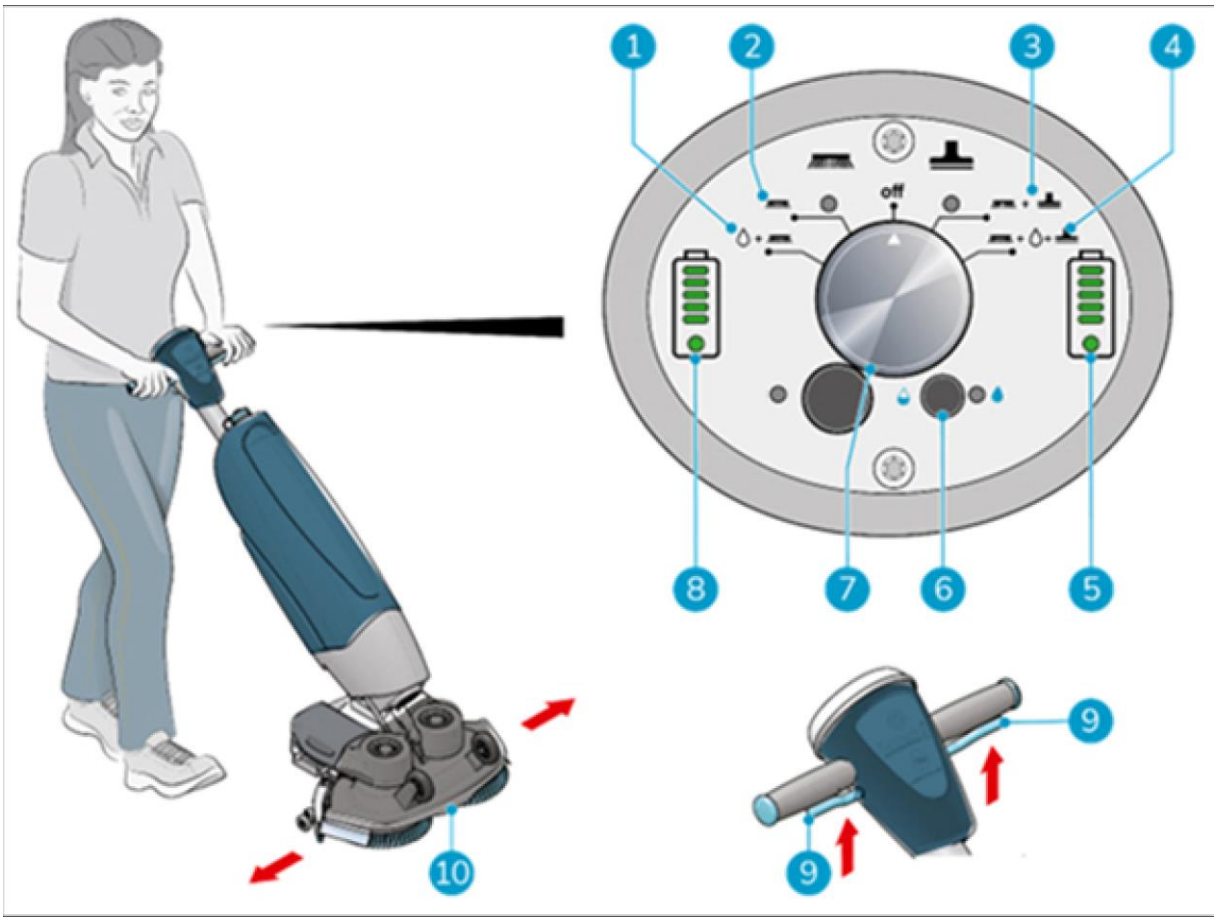

Figure 18
4. Stand behind the i-mop® XXL. Select the desired cleaning mode by turning the control knob. (figure 18.)
MODE 1: Brush + water/cleaning solution (Figure 18, pos 1).
MODE 2: Brush only (Figure 18, pos 2).
MODE 3: Brush + vacuum (Figure 18, pos 3).
MODE 4: Brush + water/cleaning solution + vacuum (figure 18, pos 4).
6. Squeeze the trigger on the handle (Figure 18, pos 9). This will also start the i-mop® XXL
8. Steer by gently turning the handle left or right to move the scrub deck (figure 18, pos 10).
9. Releasing the trigger (Figure 18, pos 9) will immediately stop the i-mop® XXL. The vacuum motor will stop after 3 seconds.